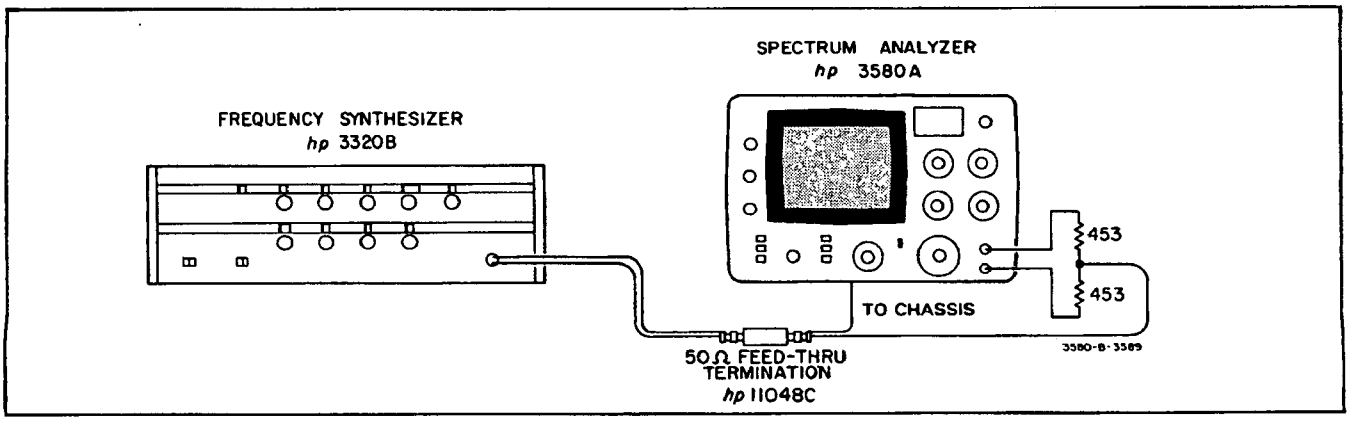

**Figure 5-4. Common Mode Rejection Test.**
e. Disconnect the synthesizer from the 3580A and connect two 453 ohm resistors in series between the INPUT terminals. (See Figure 5-4.)
f. Connect the synthesizer to the junction of the two resistors and to the chassis on the rear panel as shown in Figure 5-4. (Do not change the synthesizer amplitude setting.)